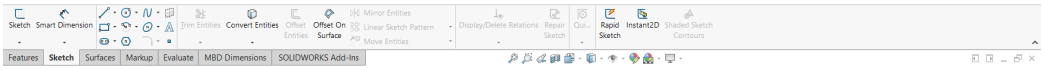

*Figure 1-8 The **Sketch CommandManager***
This CommandManager is used to enter and exit the 2D and 3D sketching environments. The tools available in this CommandManager are used to draw sketches for features. This CommandManager is also used to add relations and smart dimensions to the sketched entities. The **Sketch CommandManager** is shown in Figure 1-8.
*You can collapse the CommandManager to show only the tabs until you want to access the tools. To collapse the CommandManager, click on the **Collapse CommandManager** button available at the right of the Ribbon, refer to Figure 1-8. In the collapsed view, click a tab to expand the CommandManager and access the tools. In the expanded view, click on the **Pin CommandManager** button to keep the CommandManager expanded.*